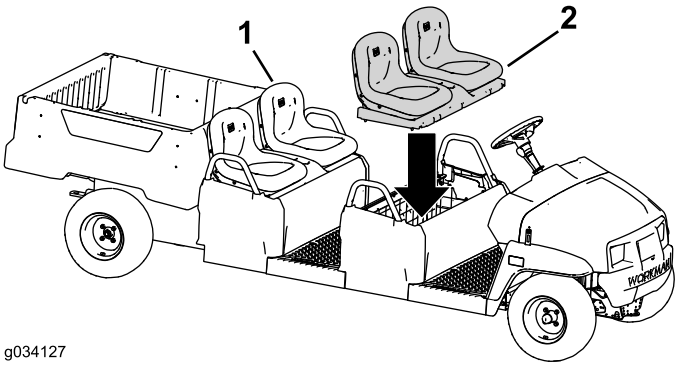

Figur 99
2. Monter den originale seteenheten til den bakre seteraden (Figur 99).
3. Monter seteenheten på den fremre seteraden (Figur 99).